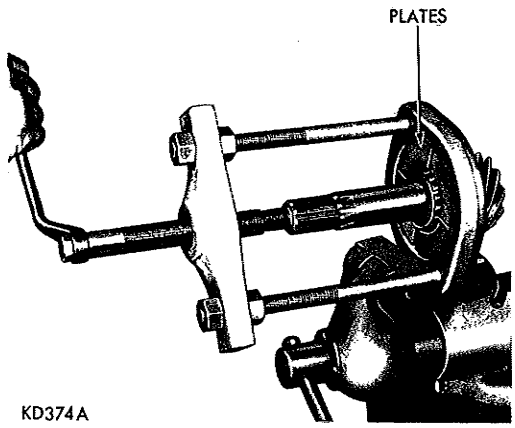

*Fig. 18—Removing Drive Pinion Rear Bearing*
(1) Remove drive pinion rear bearing from pinion with spacer (where used) with Tool C-293 and four (4) No. 36 plates, or four (4) No. 37 plates on pinion without the spacer (Fig. 18).
(2) Using a flat end brass drift, remove front and rear pinion bearing cups.